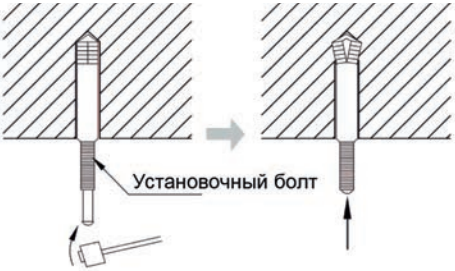

Рис. 4.
2) Установите анкерные болты M10 в отверстия, как показано на рис. 4.